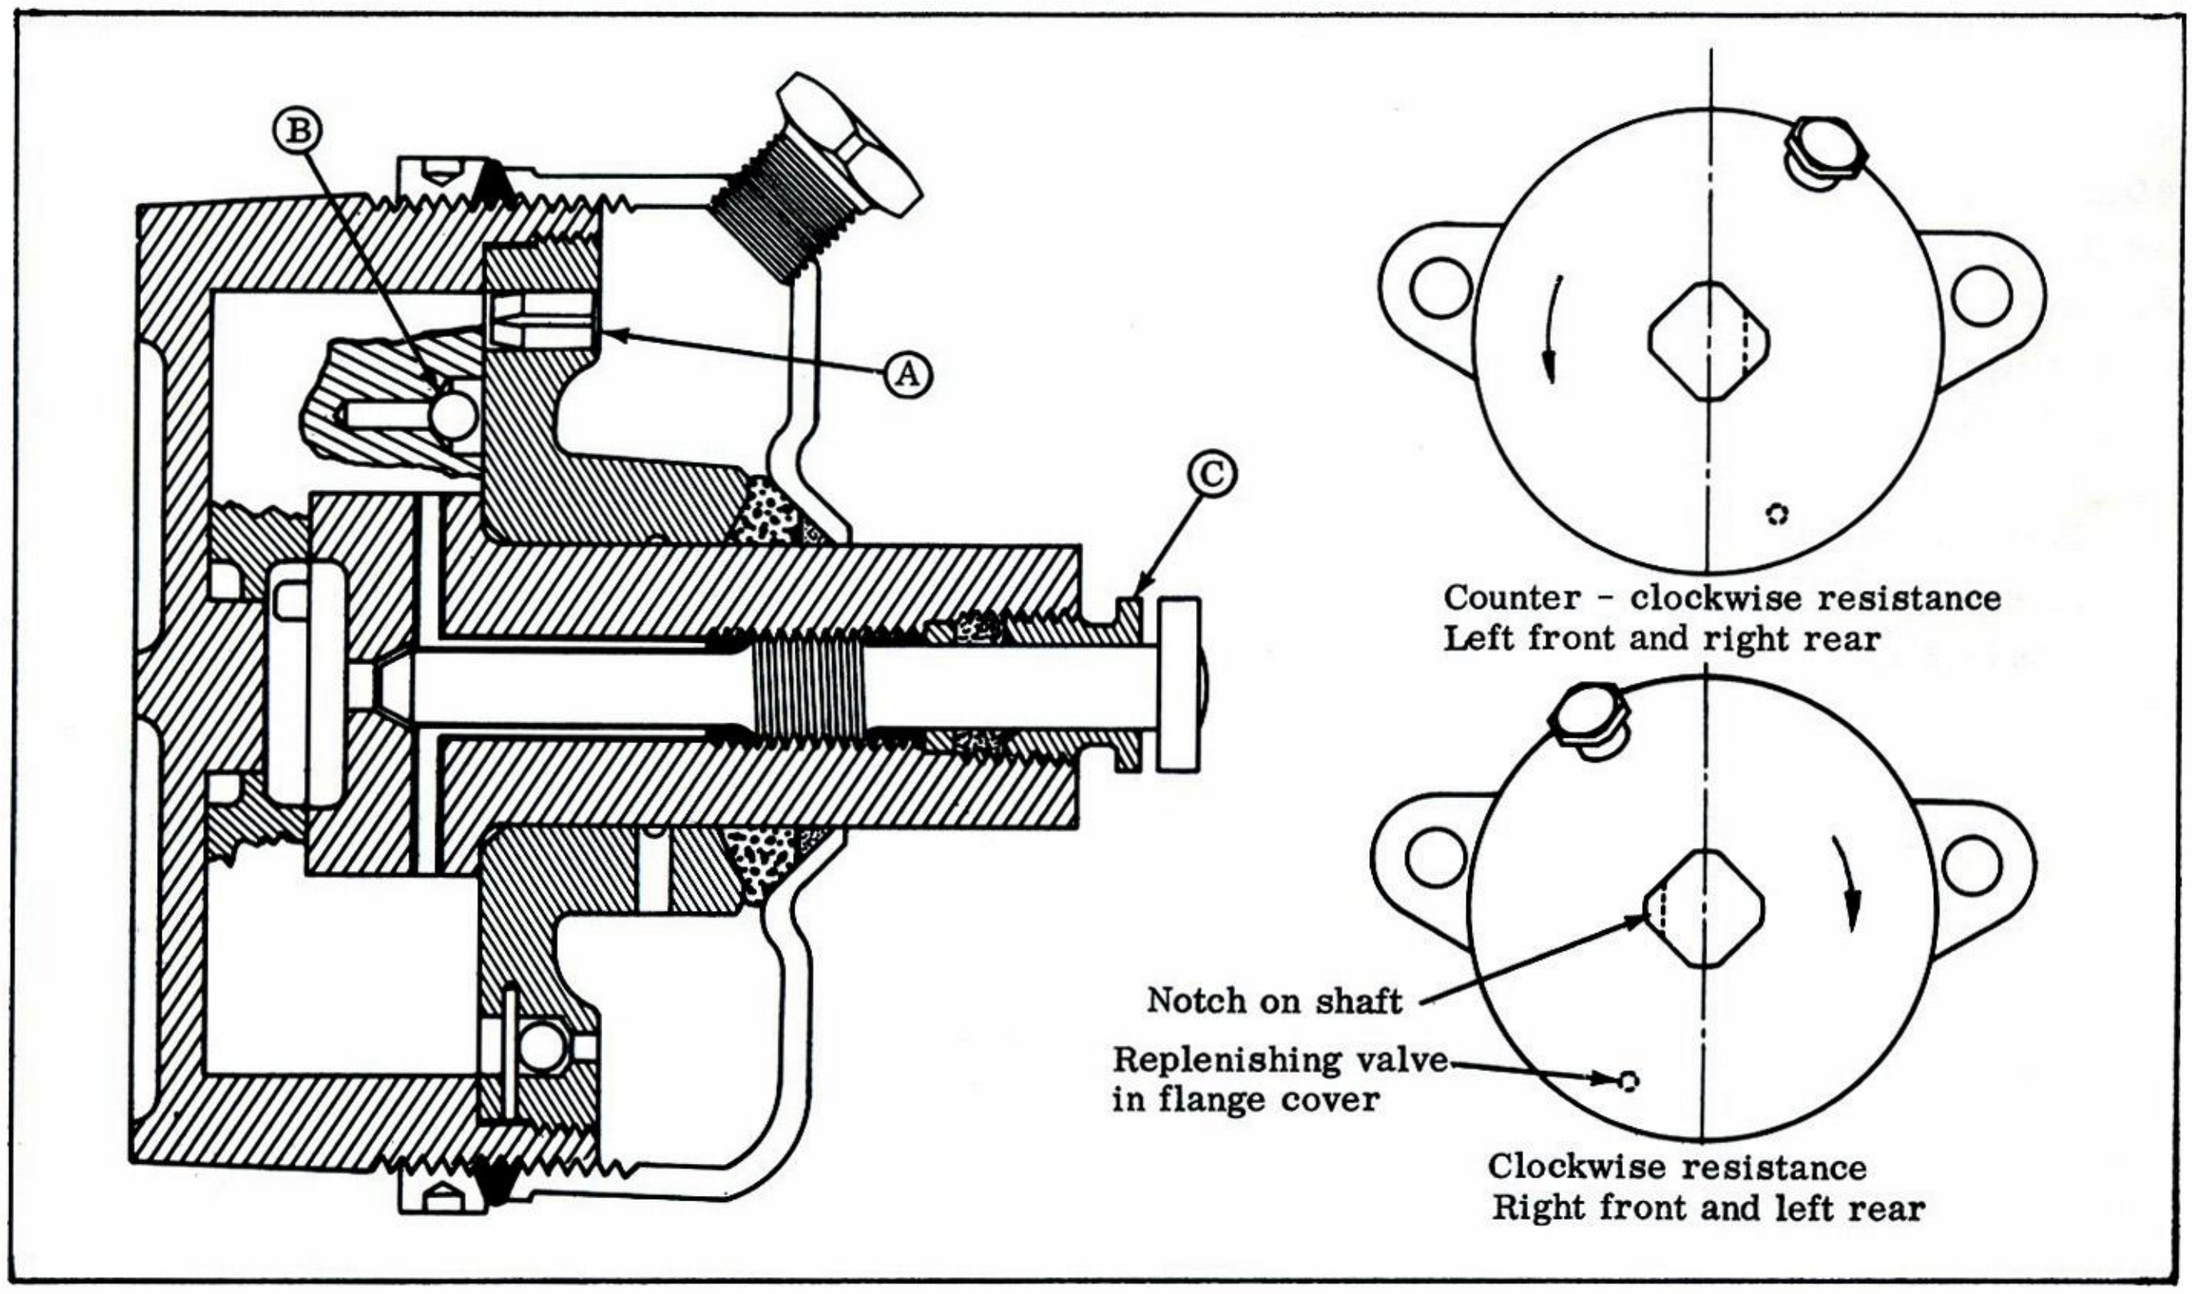
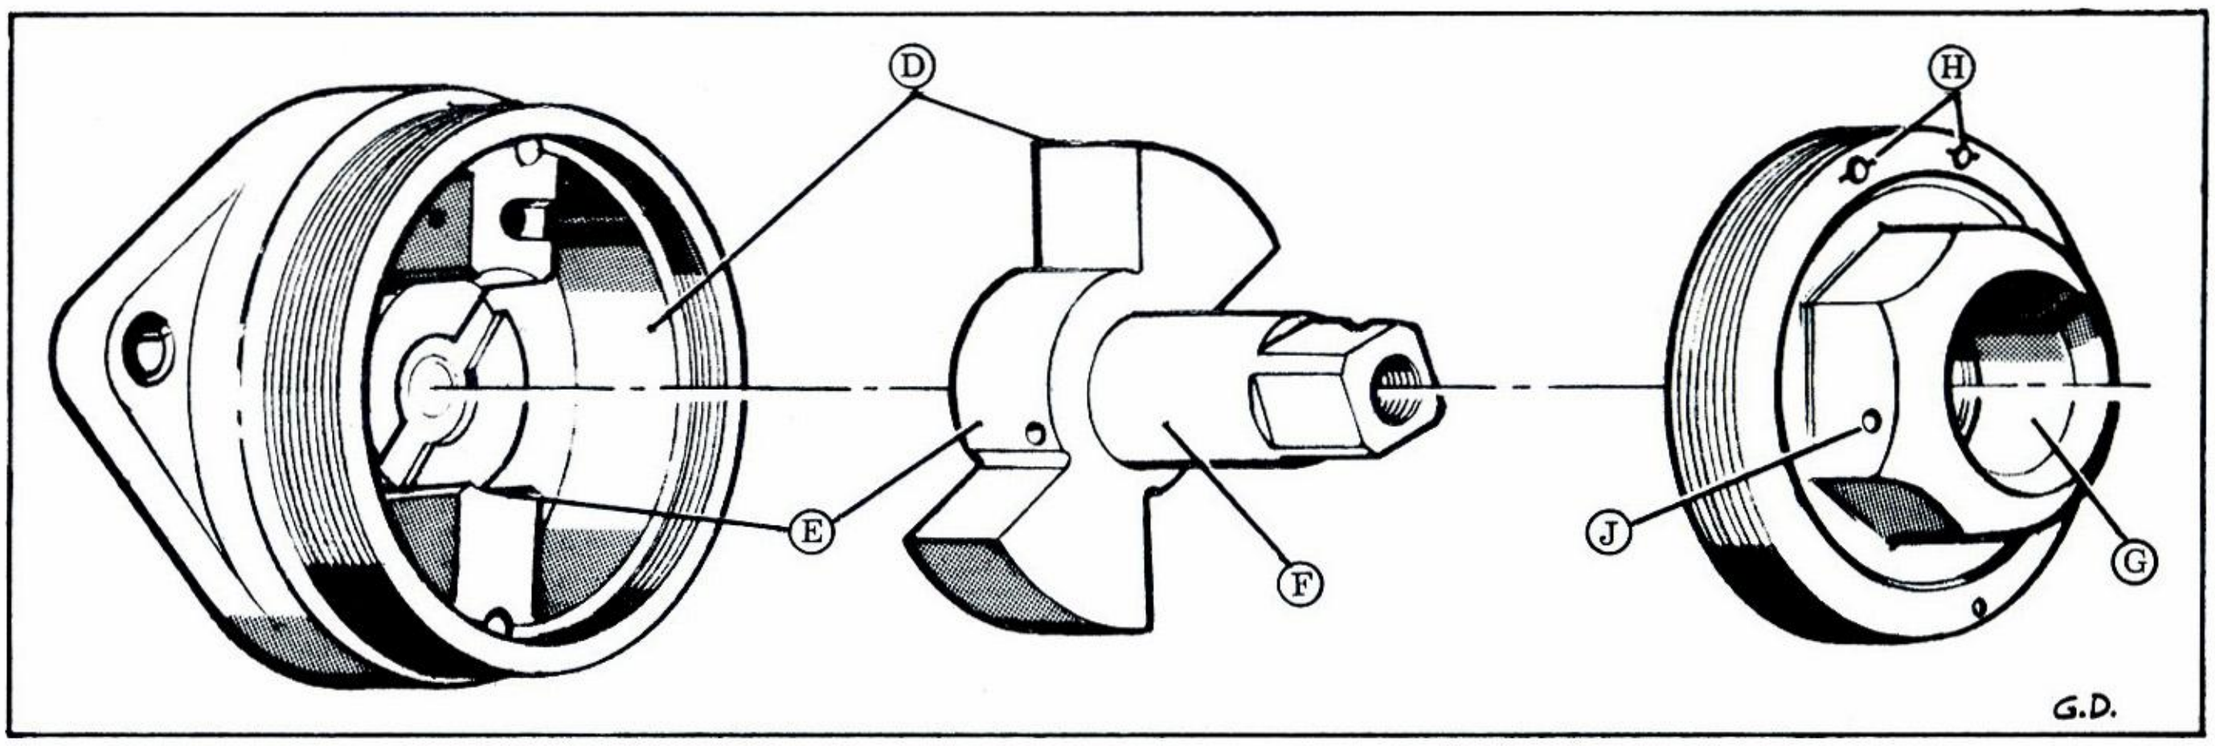

Figure 2
Figure 3
You are now ready for the major test, removal of the flange cover with the large hex head. This cover has a right handed thread on all shocks. There are two air bleed pins at the top, (A) Fig. 2, which normally, should not be removed. However, they tend to lock the flange cover to the body and, if necessary, they can be driven through the plate until they drop inside the shock body. CAUTION: rotate the rotating wing shaft to a horizontal position to prevent the pins from damaging either wing. Since the flange cover and shock body are a matched set and cannot be interchanged with another shock, it is advisable that you make some identifying mark on the plate and the body (use a prick punch or chisel). With a lot of muscle on the end of a large wrench, 1 9/16, remove the flange cover. A lot of heat from a torch will help. If you have a wall mounted work bench, you may discover that the wall will start to move off the foundation before the cover comes loose.
With the flange cover removed, look for the two pins that you drove inside and the small steel balls (one or two, depending on the shock) from the check valve, (B) Fig. 2. Set these parts aside for re-use. Clean the entire shock of remaining fluid. If the glycerine has hardened, it will be necessary to chip it out with a sharp tool. Care should be taken not to damage the surfaces. In some cases, you will find that a thorough cleaning is all that is required to put the shock back in working order.
Carefully examine all parts for wear at areas (D), (E), (F), and (G) shown on Fig. 3. On a good shock the wear at (D) and (E) will not be too much and the amount of liquid leaking between these areas can be compensated with a tighter adjustment of the needle valve. Smooth these surfaces with a fine oil stone, eliminating any roughness or burrs. Check the amount of wear between the shock housing and the rotating wing shaft with a feeler gauge, (D) Fig. 3. If the amount of wear exceeds .005, the shock is beyond repairing and all I can suggest is that it might be used as an ash tray or a conversation piece for your recreation room.
Assuming that your shock can be rebuilt, the next step is to remove the needle valve from the rotating wing shaft. Clamp the shaft in a vise and turn the packing retaining screw, (C) Fig. 2, two turns counterclockwise. Now remove the needle valve and the packing retaining screw together. If the needle valve will not come loose, try soaking it for several days in kerosene, liquid wrench or some other suitable liquid (even coca-cola has been suggested). If it still refuses to turn and the needle valve head eventually twists off, the needle valve will have to be drilled out. Drill only deep enough to pass the threaded area and drive the remainder of the pin out from the back side. Clean the thread with 3/8-20 tap (British national fine). A new needle valve can be made on a lathe.
When the wear between the flange cover hole and the winged shaft exceeds .006, it will be necessary to insert a steel bushing in the flange cover hole. First, take the shaft to a reputable tool shop and have the shaft ground to a smaller diameter, 29/32. Then chuck the flange cover on an engine lathe and bore the hole to one inch. Turn a steel bushing 7/8 inch long with a reamed 29/32 hole (to match the new shaft diameter) and an outside diameter one thousandth of an inch larger than the one inch bored hole on the flange cover. Press the bushing in the flange cover. Drill the 3/32 hole on the hex, (J) Fig. 3, through the bushing. Rechuck the flange cover in the lathe and machine the annular oil groove to meet with the 3/32 drilled hole, and machine the bevel on the inside and outside face of the flange cover. In all of the machining operations, it is essential that all faces run within .0005 square and concentric to each other. Check the fit of the winged shaft to the 29/32 reamed hole in the bushing after it is pressed in the flange cover. The use of an expansion reamer may be required to obtain a good fit.
Before starting to re-assemble the shock, there is one other little operation required on the flange cover. Referring to (H) Fig. 3, you will notice that there are two stake marks across the holes. These stake marks peened the metal inside of the hole to keep the pins, (A) Fig. 2, from coming out. If the pins were removed, press them in from the back side of the flange cover. If they were not removed, be sure to clean the small groove on the side of the pins.